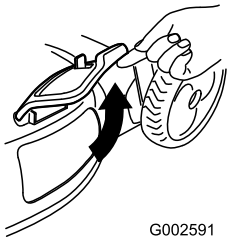

Figur 21
2. Lyft upp sidoutkastarluckan (Figur 21).